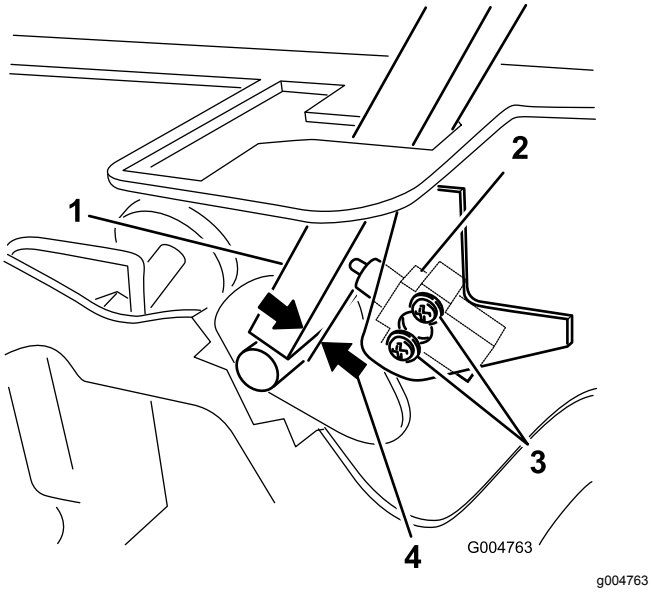

**Bild 48**
3. Lösen Sie die zwei Schrauben, mit denen der Sicherheitsschalter befestigt ist (Bild 48).
4. Halten Sie den Schaltbügel gegen den Rahmen und schieben den Schalter zum Hebel, bis der Abstand zwischen dem Hebel und dem Schaltergehäuse 0,4 mm bis 1 mm beträgt, wie in Bild 48 abgebildet.